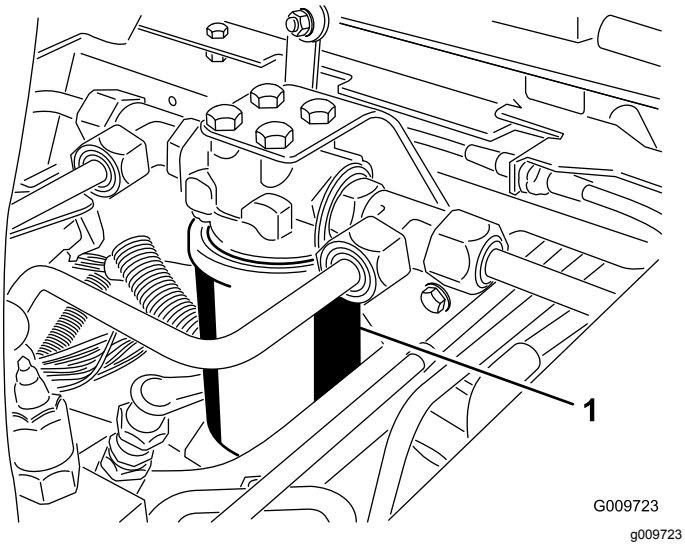
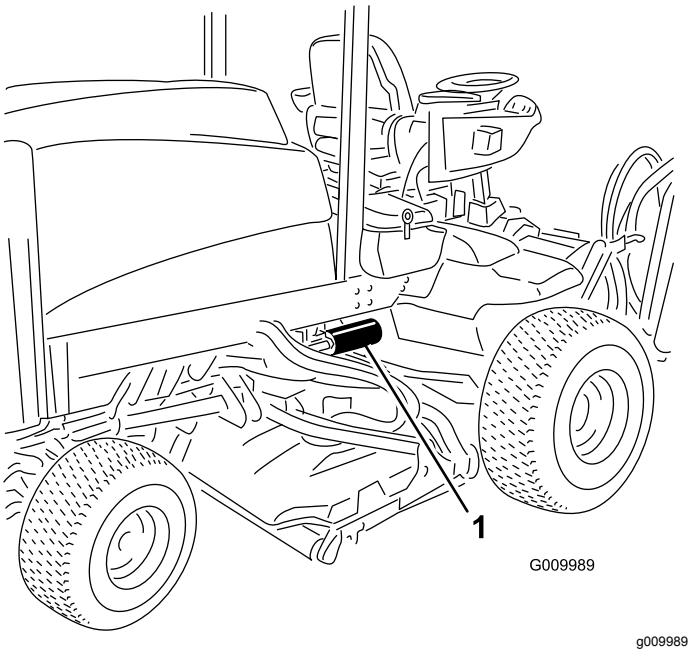

Figura 82
Figura 83
2. Limpie la zona de montaje del filtro. Coloque un recipiente debajo del filtro y retire el filtro (Figura 82 y Figura 83).